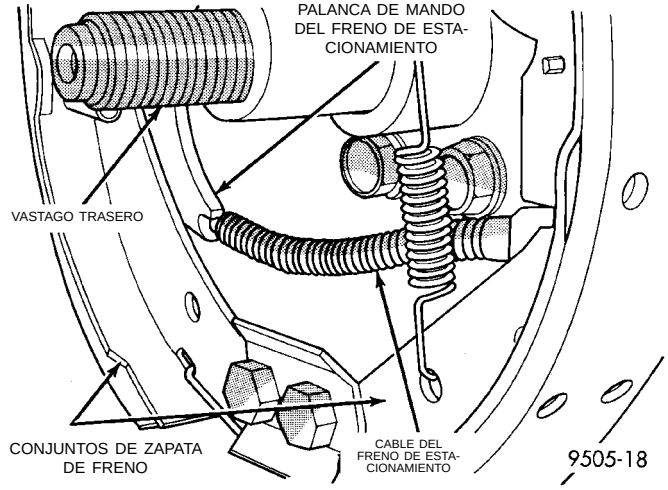
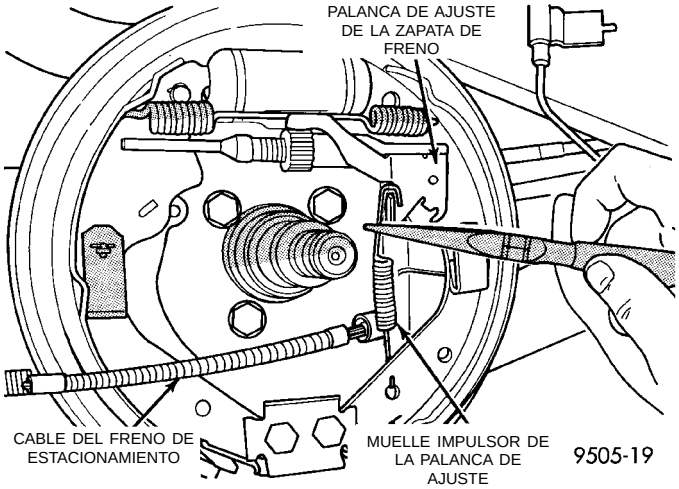

Fig. 146 Fijación del cable del freno de estacionamiento a la palanca de mando
Fig. 147 Muelle impulsor de la palanca de ajuste del freno
de estacionamiento (Fig. 146). Luego retire el muelle impulsor (Fig. 147) entre el conjunto de la palanca de ajuste de la zapata de freno y la zapata de freno.
(4) **En los vehículos que tienen instalados frenos traseros de tambor,** instale el cable del freno de estacionamiento en la palanca de mando del cable del freno de estacionamiento (Fig. 146). Luego instale el muelle impulsor entre el conjunto de la zapata de freno y la palanca de ajuste del freno (Fig. 147).